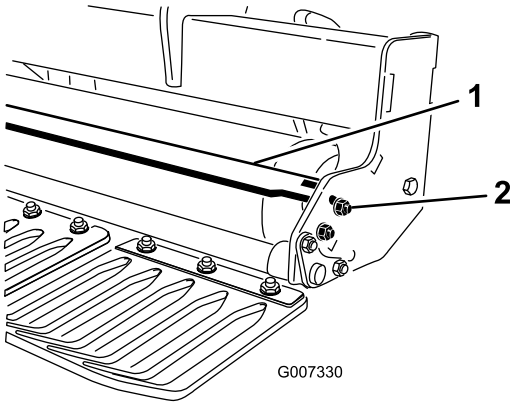

**Figur 13**
1. Løsn de fastgørelsesanordninger, der fastgør hver ende af skraberen til rulleskraberens tap (Figur 13).